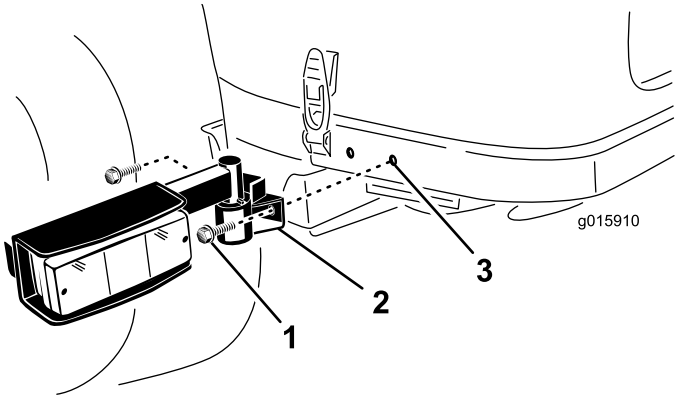

Bild 8
1. Befestigen Sie eine Leuchte in den Befestigungslöchern hinten an den Motorhaubenriegeln mit zwei Stellschrauben (3/8 x 3/4 Zoll) an jeder Seite des Heckrahmens (Bild 8). Wenn der Heckrahmen keine Befestigungslöcher hat, gehen Sie auf den nächsten Schritt.